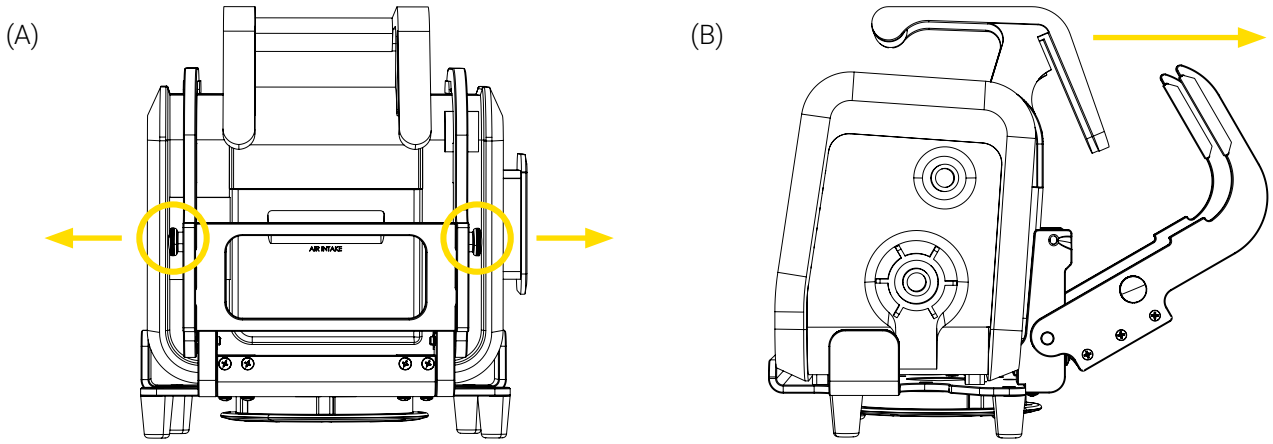

Figure 6: Déverrouillage/ouverture du support Bracket Pro Serie 60 - SD
1. Tirer and maintenir les deux (2) boutons à déclenchement rapide afin de désengager le système de verrouillage (Figure 6 A), puis le pousser vers l'arrière jusqu'à ce qu'elle finissent sa course (Figure 6 B).